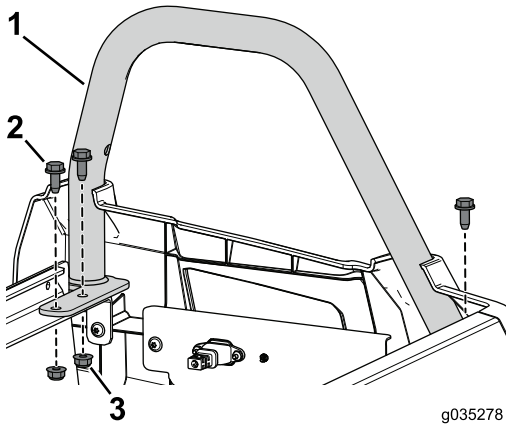

Figure 90
12. Use the 3 flange bolt (3/16 x 3/4 inch) and flange nuts that you removed earlier to secure the left rear-hip restraint to the seat base assembly (Figure 90).